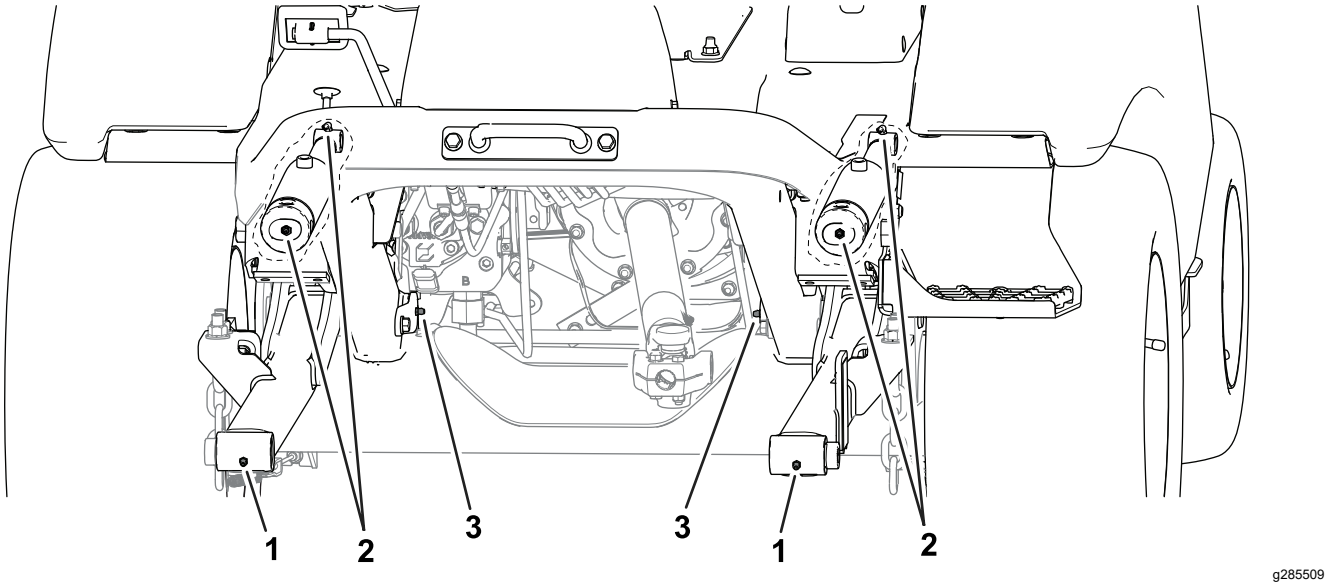

Figur 48
- **Maskinens främre del** (Figur 48):
- Redskapets svängnav (2)
- Lyftcylinderbussningar (2)
- Lyftarmens svängtappar (2)